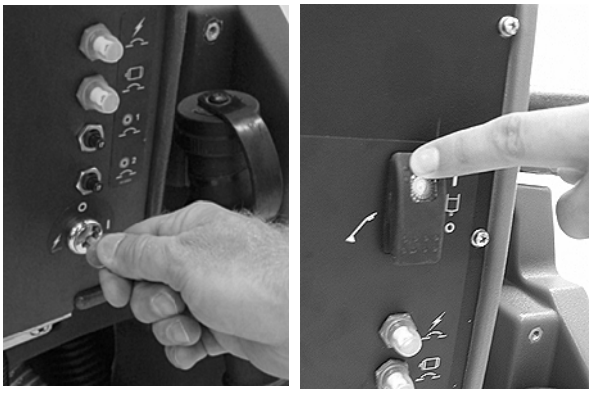

FIG. 6
1. Tournez la clé et le bouton de distribution de solution en position on (I) (Figure 6).